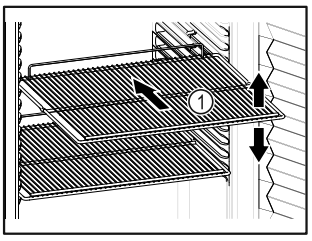

Fig. 88 Reprezentare exemplificativă
- ❑ Dacă polițele *Fig. 88 (1)* pot fi mutate, adaptați-le în funcție de înălțime.